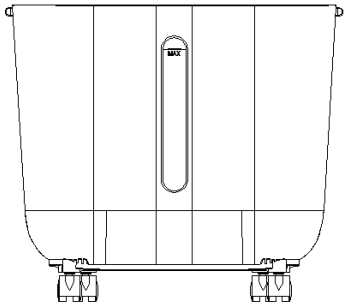

Figure 5
(3) When adding water, please pay attention to the water level display on the front of the water tank. (Figure 5)